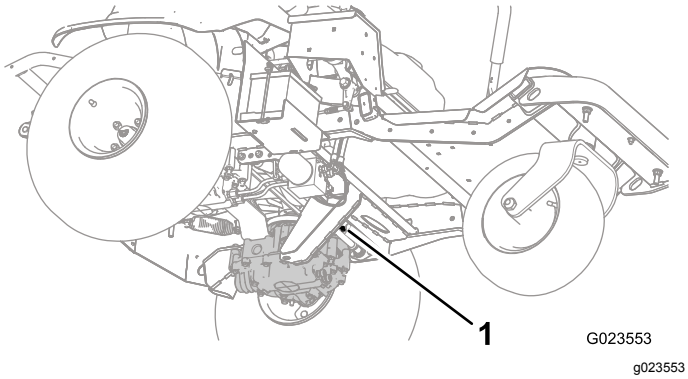
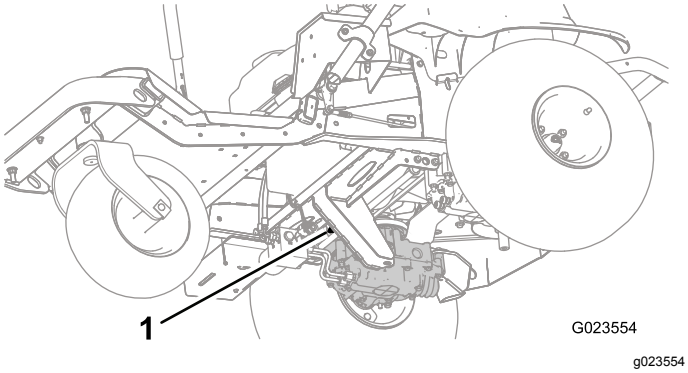
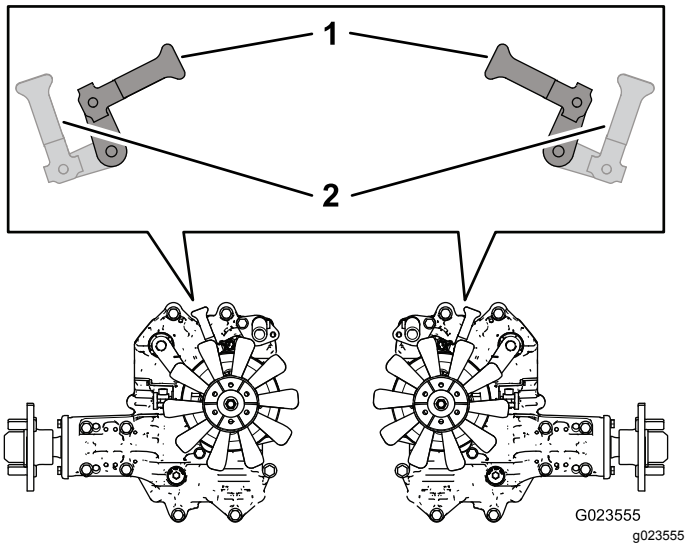

Figur 27
Figur 28
Figur 29
2. Vrid överströmningsreglagen (Figur 27 och Figur 28) från undersidan av maskinen så att de pekar inåt, mot maskinens mitt (Figur 29) och koppla ur parkeringsbromsen. Se Använda parkeringsbromsen (sida 22).
3. När du är klar med att knuffa eller bogsera maskinen vrider du överströmningsventilreglagen så att de pekar mot maskinens front så att maskinen kan köra (Figur 29).